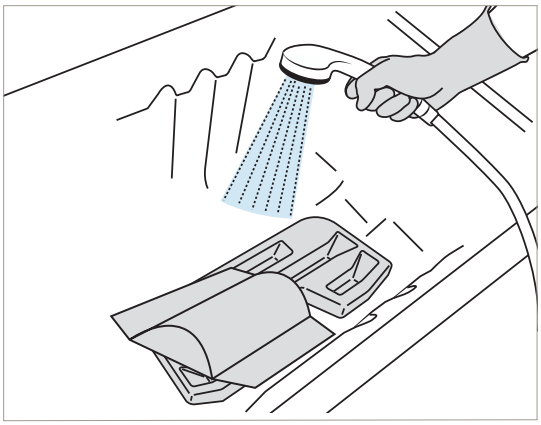

Abbildung 65
25. Alle Teile mit dem Brausekopf abspülen. Verwenden Sie viel (ungefähr 25 °C (77 °F) warmes) Wasser, um mit dem Duschgriff alle Desinfektionsmittelrückstände zu entfernen. Siehe Abbildung 65.